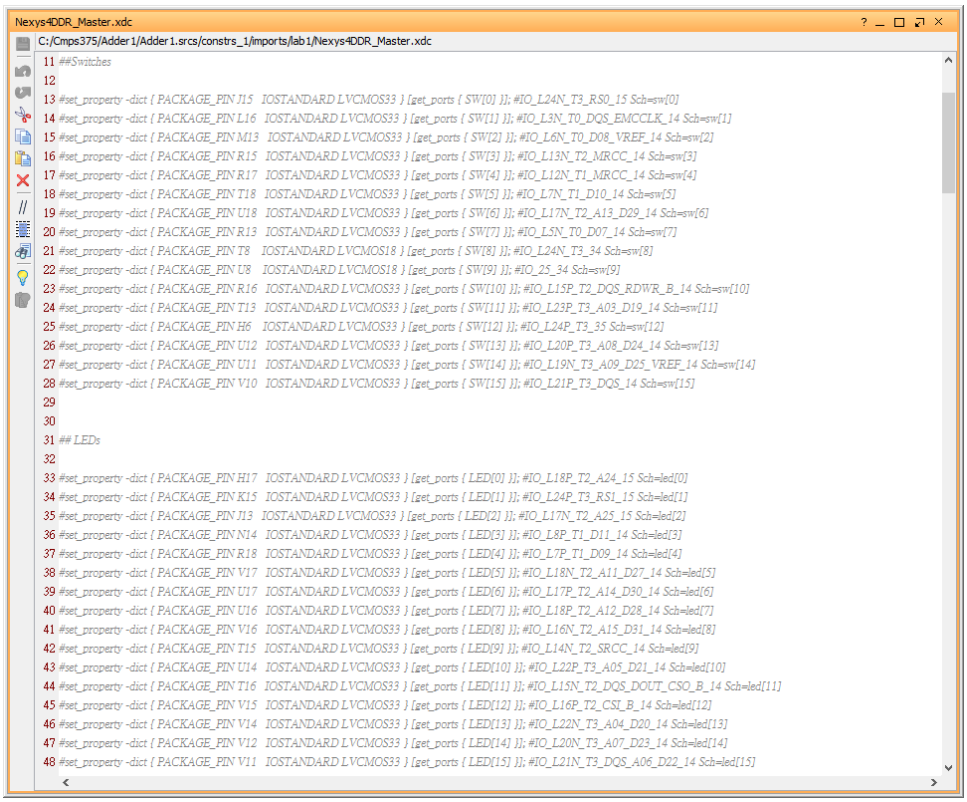

Figure 11. Editing I/O Constraints: Nexys4DDR_Master.xdc
a. In the *Sources* pane, double-click Nexys4DDR_Master.xdc entry under *Constraints* to open the file in the text mode. The file contents of **Nexys4DDR_Master.xdc** shown in Figure 11.